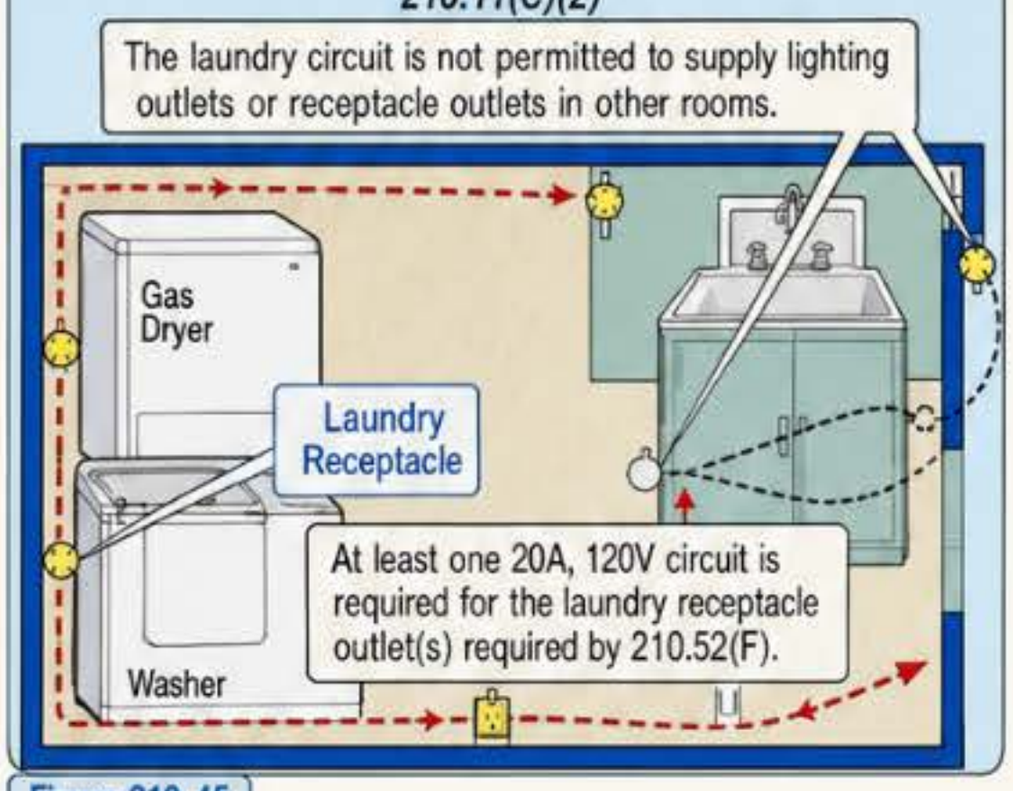

Figure 210-45
(2) Laundry Area Circuit. At least one 20A, 120V branch circuit is required to supply receptacle outlet(s) in the laundry area as required by 210.52(F). *This circuit is not permitted to supply lighting outlets or receptacle outlets in other rooms.* Figure 210-45